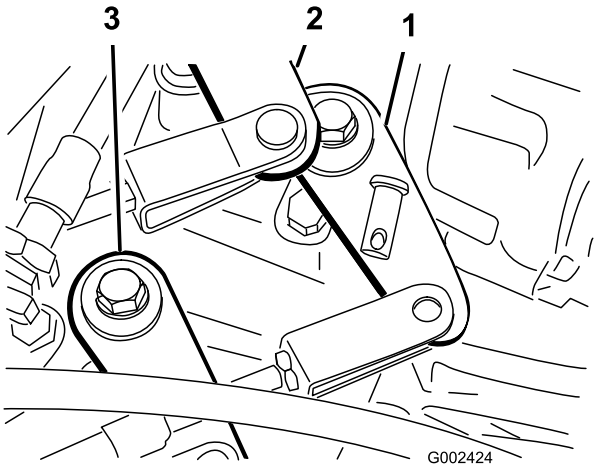

Figuur 52
2. Verwijder de gaffelpennen waarmee de kabels van het schakelmechanisme zijn bevestigd aan de schakelarmen van de transaxle (Figuur 52).
1. Verwijder de gaffelpen waarmee de kabel van het 'hoog naar laag'-mechanisme is bevestigd aan de transaxle (Figuur 52).